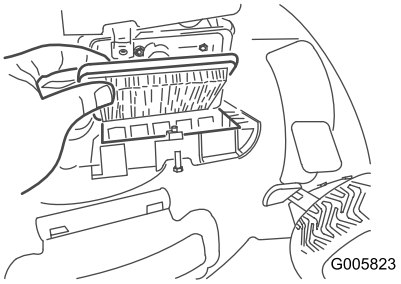

**Figuur 20**
2. Vervang het luchtfilter (Figuur 20).